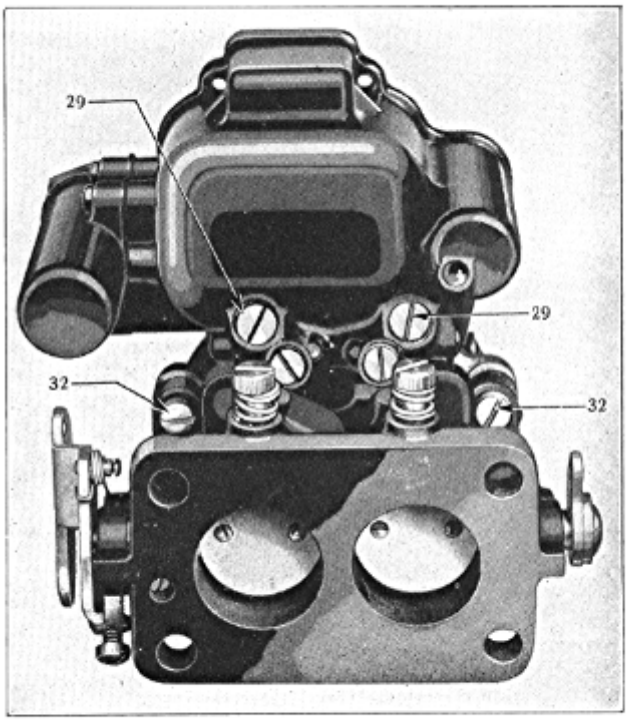

Figure 12
(17) Remove both main nozzle plugs (29) and gasket assemblies (Figures 12 and 13).
(19) Remove the four flange attaching screws (32) (two shown) and lock washers to remove body flange assembly (Figure 12).
(42) Install body flange assembly on main body casting, attaching with four flange attaching screws (32) and lock washers (Figure 12).